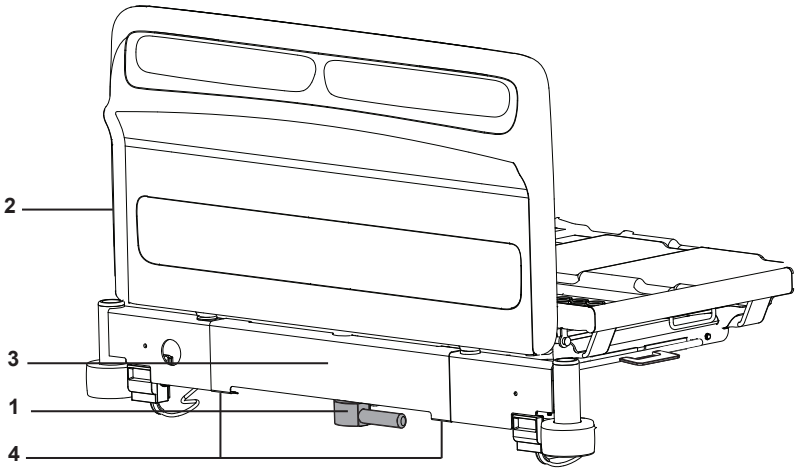
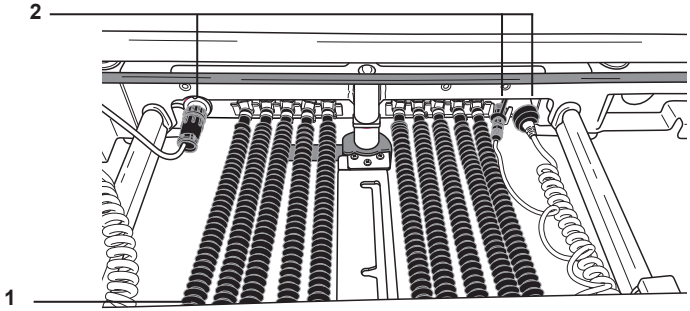

Figura 1: Piecero y extensión de los pies
Figura 2: Placa de cobertura de la extensión de los pies con mangueras neumáticas y conexiones eléctricas
4. Tire de la palanca de extensión de los pies (véase figura 1, elemento 1), deslice hacia fuera la extensión del armazón (3) y retire el piecero (2).
5. Localice la placa de cobertura de la extensión de los pies (véase figura 1, elemento 3), con las mangueras neumáticas (figura 2, elemento 1) y los conectores eléctricos (2) conectados, bajo el extremo de los pies de la cama. Desconecte las mangueras neumáticas y los conectores eléctricos de la placa de cobertura de la extensión de los pies.
6. Retire la placa de cobertura desatornillando los dos tornillos de cabeza plana Phillips (véase figura 1, elemento 4) situados en el lado inferior de la cubierta. Coloque la placa de cobertura y las piezas metálicas en la bolsa de almacenaje por si la unidad de control del colchón de aire se retira más adelante. Será necesario volver a instalar la placa de cobertura de la extensión de los pies para fijar las mangueras neumáticas y los conectores eléctricos.